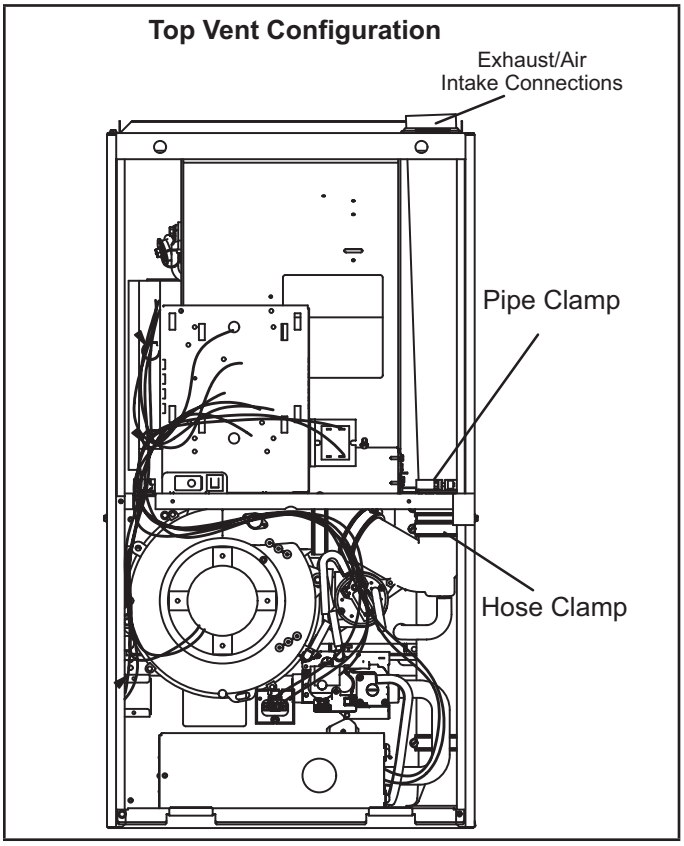
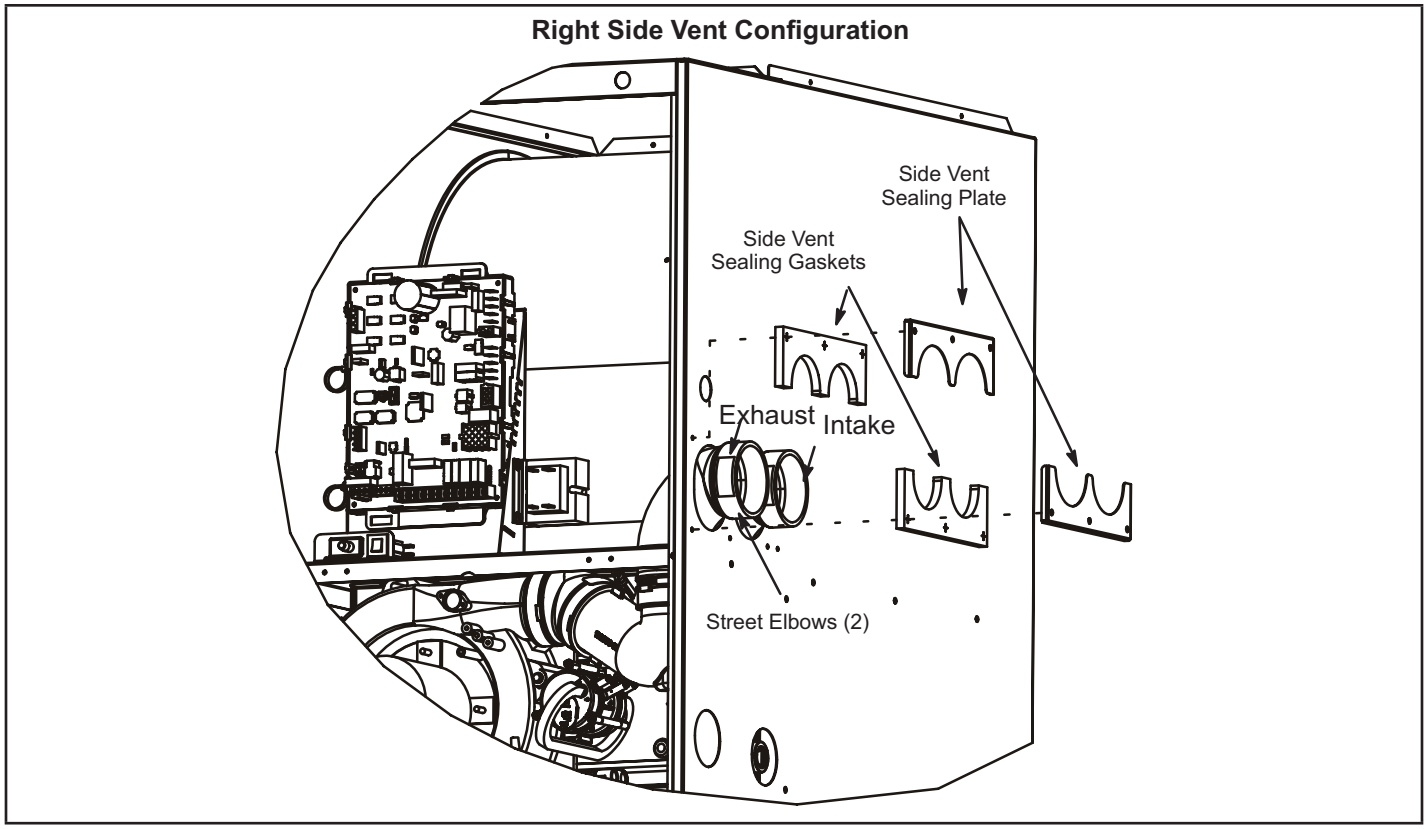

FIGURE 15
FIGURE 17
The SLP99DF is shipped with vent exhaust / air intake connection at the top cap. See FIGURE 15. Using parts provided, the furnace may be field modified to have these connections on the right side of the furnace cabinet. See FIGURE 17 and follow the steps below. For left side venting order kit 87W73.
2 - Loosen hose clamps which attach rubber fittings to the white PVC pipes inside the vestibule area. See FIGURE 15.
3 - Loosen the clamp which secures the pipes at the blower deck. See FIGURE 15.
11 - Peel protective backing from side vent sealing gaskets (2) and apply to side vent sealing plates (2) as shown in FIGURE 17.
12 - Install the side vent sealing plates and gaskets on the exterior of the cabinet as shown in figure 15. Secure with six mounting screws (four reused and two provided from bag assembly). Holes are pre-punched in the parts and cabinet, no drilling is required.